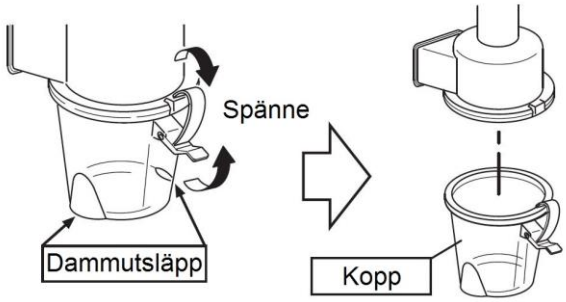

Fig.43
1. Öppna spännet för att ta loss koppen. (Fig. 43)